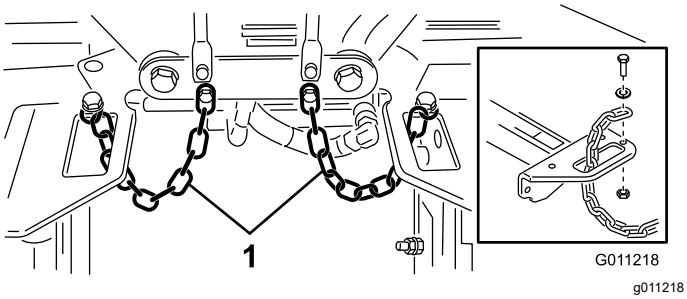

Figur 23
4. Dra en tippkedja upp genom skåran i änden på varje bärram. Fäst tippkedjan på bärramens ovansida med en bult, bricka och låsmutter (Figur 23).